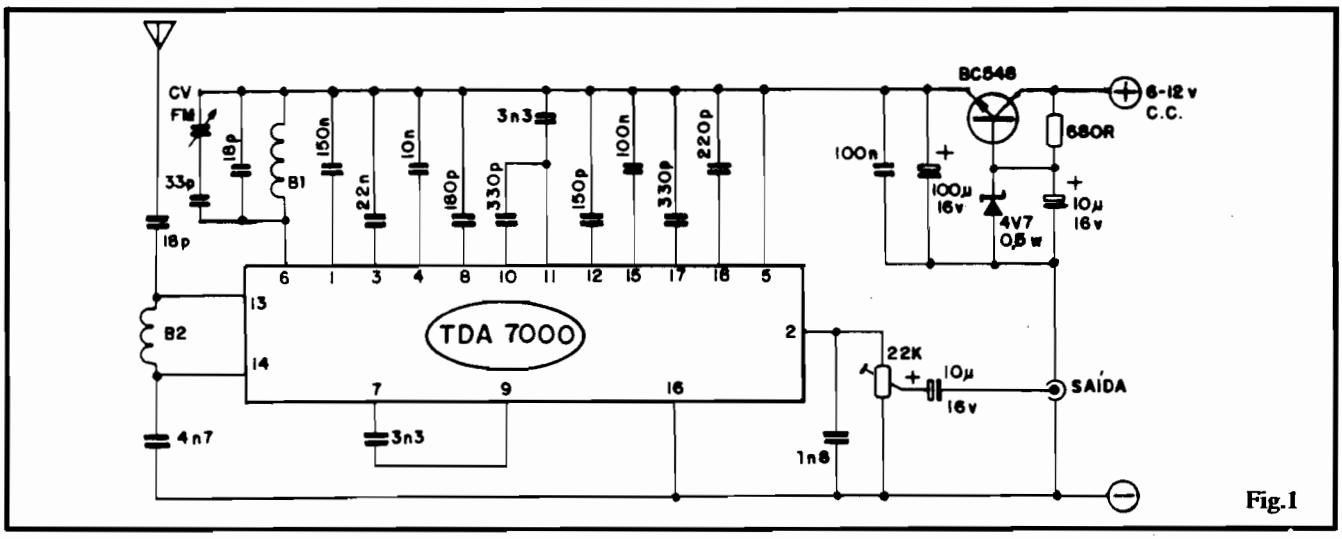

Fig.1
- **FIG. 1** - Diagrama esquemático do circuito. A configuração geral é extremamente simples (graças à presença "central" do TDA7000, conforme já explicado...): apenas duas bobinas (B1 e B2) que o Leitor realizará facilmente, sendo uma para o amplificador interno de RF (B2) e outra para o oscilador interno e conjugação com o conjunto externo de sintonia (B1). A sintonia é feita por capacitor variável mini, específico para a faixa de FM. O "resto" é formado por uma série de capacitores de boa qualidade (a maioria do tipo **plate**, mais alguns de poliéster...), cujos valores, de acordo com as tabelas e gráficos fornecidos pelo